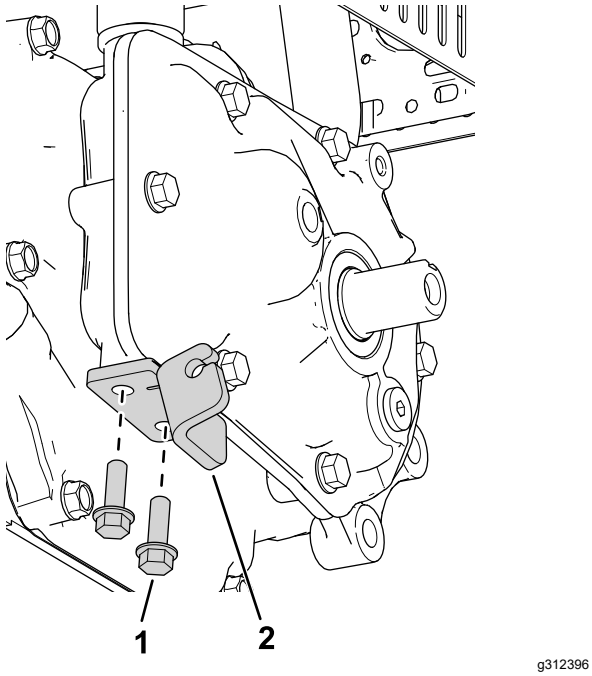

Figur 1
1. Monter clutchplaten med to bolter (¼ x ¾ tomme) som vist i Figur 1.